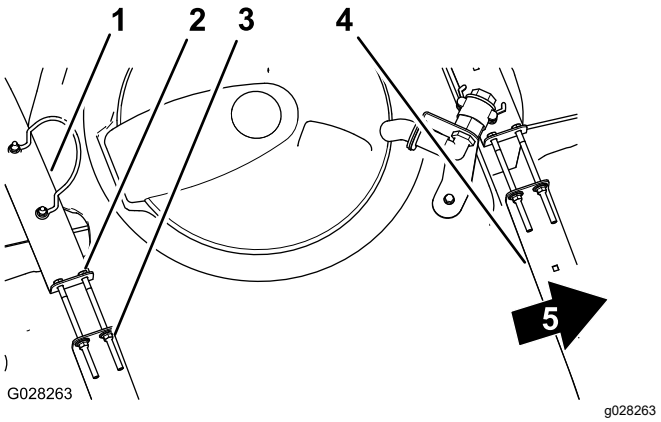

Figur 20
2. Kontrollera om det finns något spel mellan tankremmarna och tanken (Figur 20).
3. Om tankremmarna sitter löst mot tanken drar du åt flänslåsmuttrarna och skruvarna upptill på remmarna tills remmarna sitter tätt mot tanken (Figur 20).